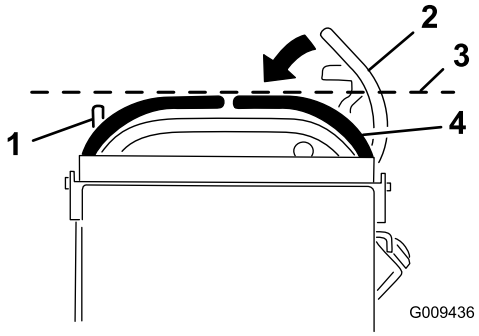

Figuur 68
3. Duw de rechterrijhendel omlaag uit de vergrendelde neutraalstand (Figuur 68).
4. Controleer of de rechterrijhendel horizontaal uitgelijnd is met de linkerrijhendel (Figuur 68).